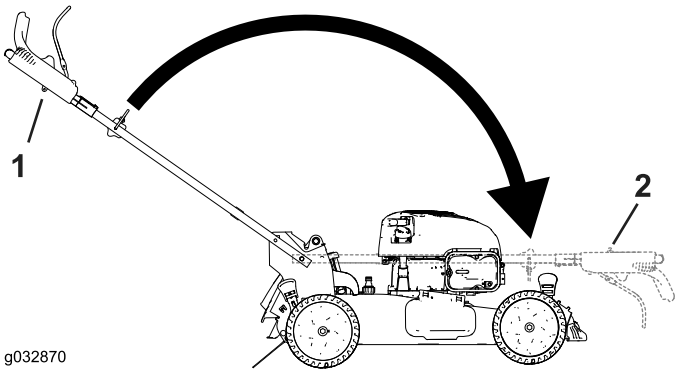

Figura 27
2. Dobre o manípulo rodando-o para a frente (Figura 27).